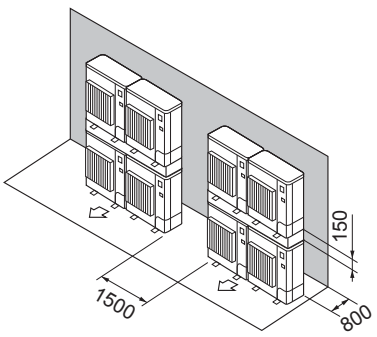

Fig. 2-14
⑦ Расположение приборов вертикальными рядами (Fig. 2-14)